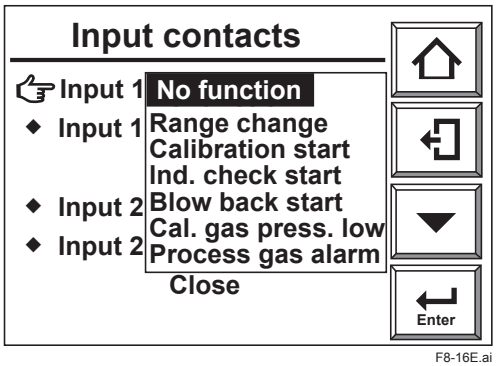

Figure 8.16 Contact Input Setting display
4) Select [Input 1] . Function Selection window (Figure 8.16) appears.
Z: Absolute humidity of the atmosphere, kg/kg ..... Figure 8.16